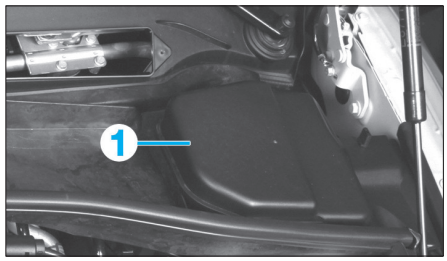

Fig. 35
• Déposer le cache (1) au dessus du réservoir de liquide de frein **(Fig.35)**.